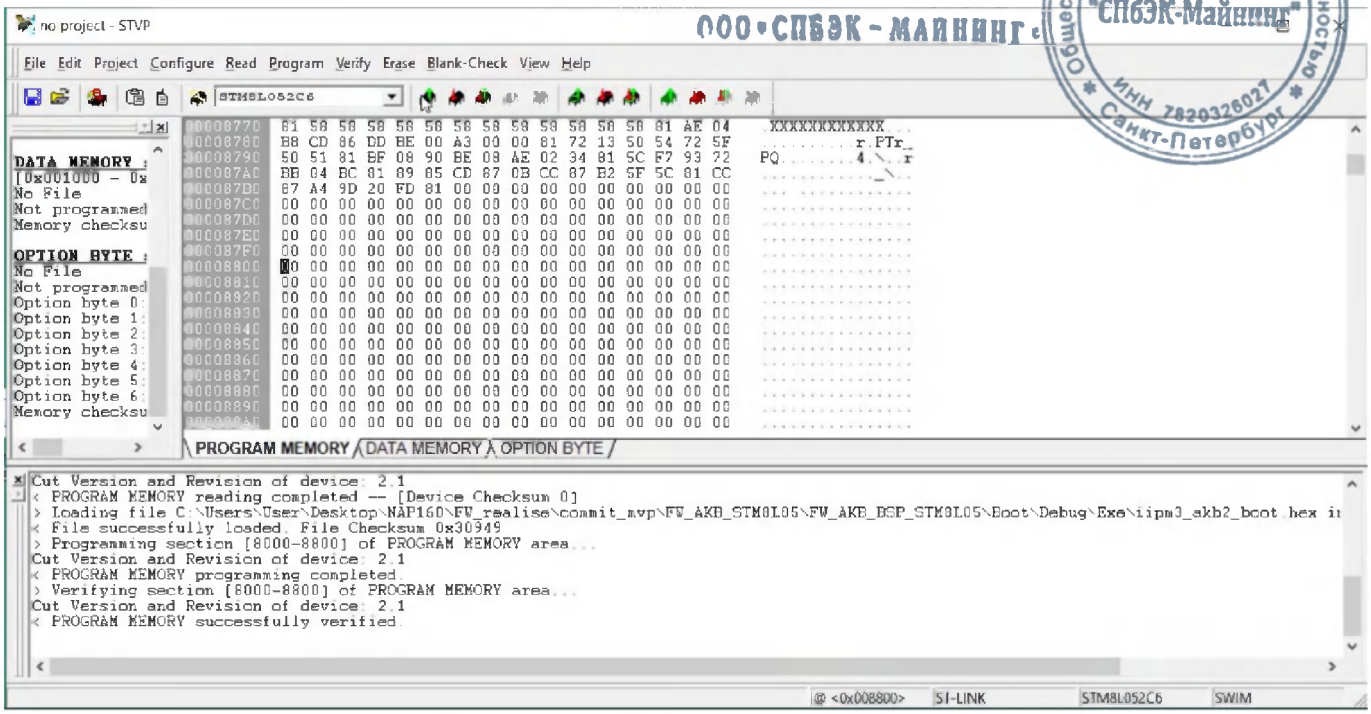

Рисунок 60
5.3.10 При успешной загрузке в нижней части в окна на вкладке PROGRAM MEMORY появится соответствующее сообщение (Рисунок 60).